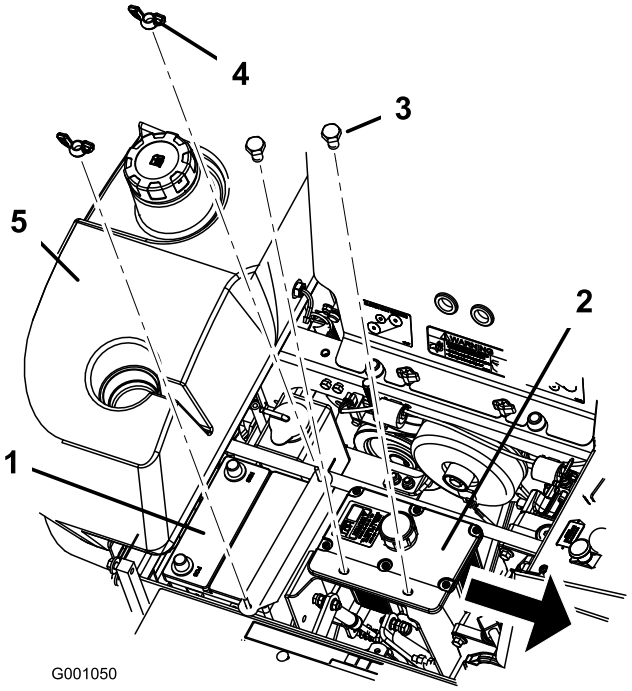

Figuur 49
6. Maak beide vleugelmoeren los (1/4 inch) waarmee de accuklembeugel is bevestigd (Figuur 49.
7. Draai de 2 bouten los waarmee de hydraulische tank is vastgezet (Figuur 49).
1. Plaats de accu in een bak met de accupolen van de hydraulische tank af (Figuur 49).
6. Zet de accu vast met J-bouten, een bevestigingsband, 2 ringen (1/4 inch) en 2 vleugelmoeren (1/4 inch) (Figuur 49).